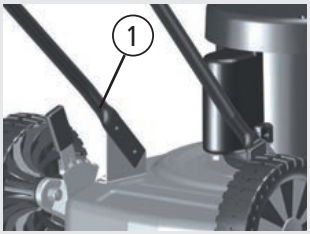
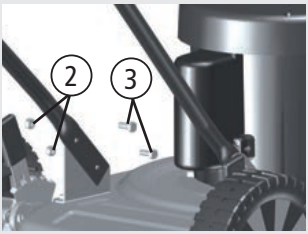

Fig. 01
Fig. 02
Para fixar o braço inferior, devem ser utilizados 4 parafusos e 4 porcas que acompanham o produto. Inicialmente, posicione o braço (1) de tal forma que ele fique com as faces planas internamente ao suporte do braço [Fig. 01]. Conclua a montagem encaixando os parafusos (2), fixando-os com as porcas (3) [Fig. 02].